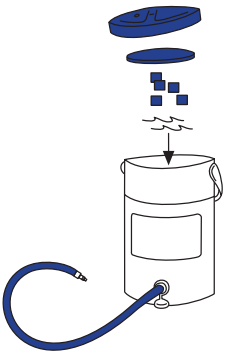

Figur 1
1. Forbered kjøleenheten før du bruker Cryo/Cuff (Figur 1) 142
1. Forbered kjøleenheten før du bruker Cryo/Cuff (Figur 1)